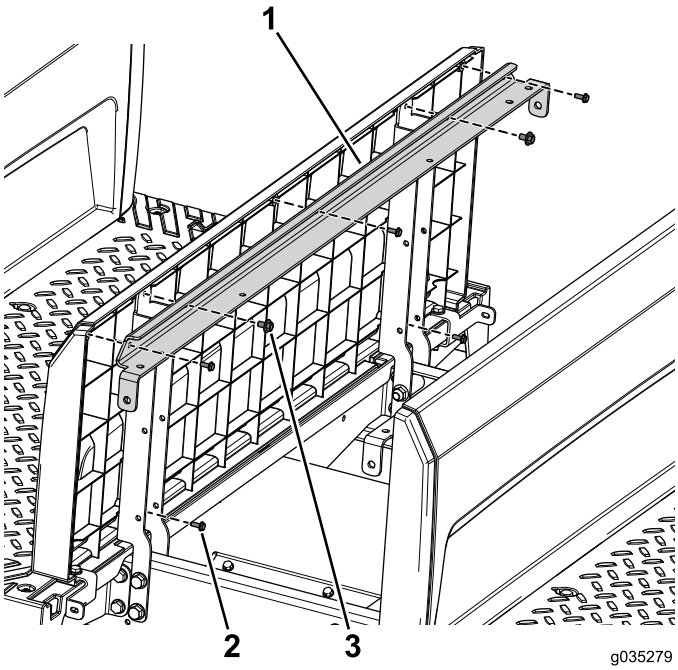

Figure 93
3. Use the 2 bolt with washer assemblies (1/4 x 1/2 inch) to secure the angled-support bracket and seat-base panel to the left and right seat supports (Figure 93).
4. Use the 5 screws (#10 x 1/2 inch) to secure the back panel to the angled-support bracket and the seat supports (Figure 93).